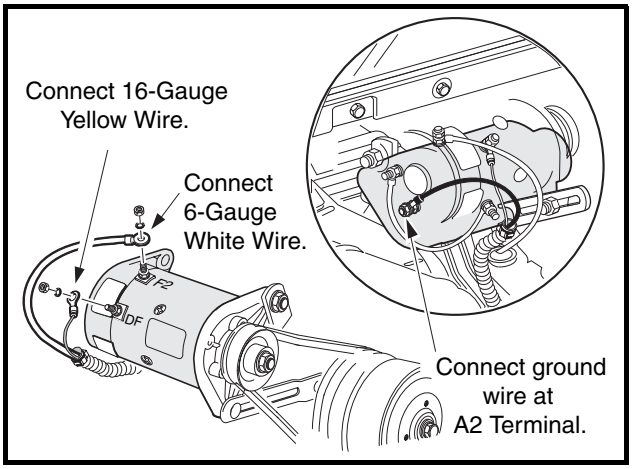

Figure 16-45 Starter/Generator
23. Connect the 6-gauge white wire to the F2 post, the 6-gauge black ground wire to the A2 post and tighten both wires to 48 in-lb (5.4 N·m). Connect the 16-gauge yellow wire to the DF post on the starter/generator and tighten to 30 in-lb (3.4 N·m) **(Figure 16-45, Page 16-18)**.